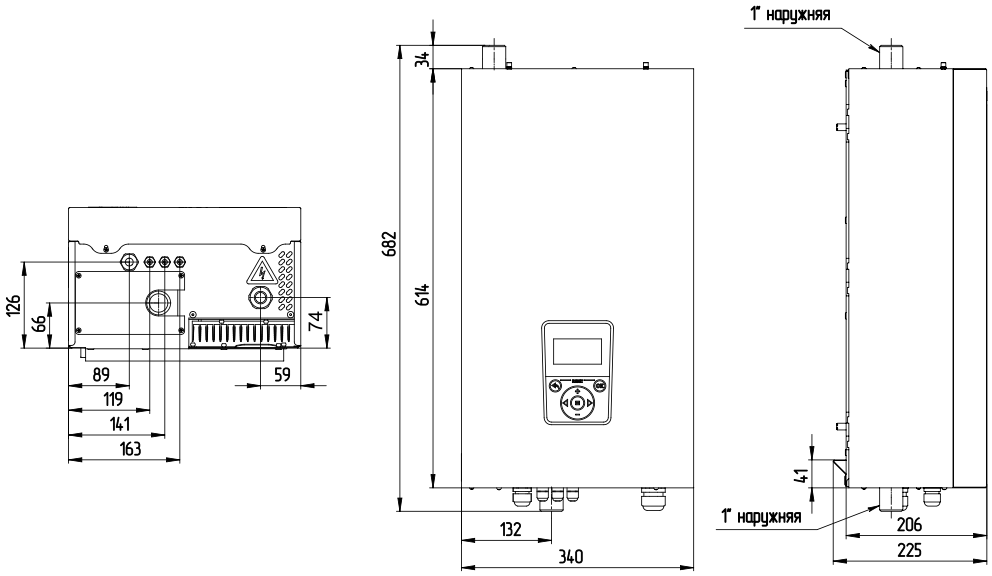

Рис.12 Габаритные размеры ZOTA SOLID-X 6-9 кВт
- подсоединить котел к системе отопления. Габаритные и присоединительные размеры котлов указаны на **рис.12, 13, 14, 15, 16, 17**;